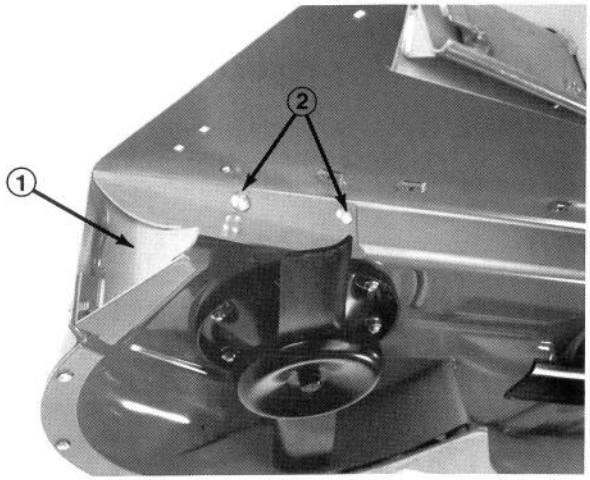

Figure 6
5. Align rear baffle with corner of discharge opening (Fig. 6).